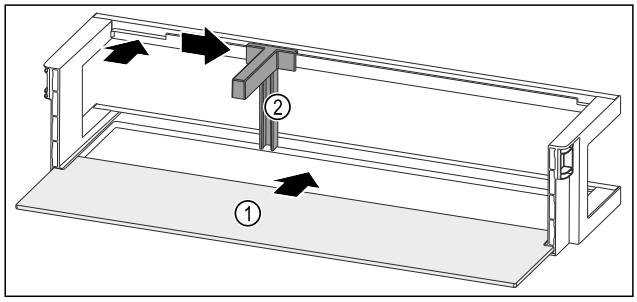

Fig. 59 Dørhylde med hylde
- ▶ Skub hylden *Fig. 59 (1)* ind i udsparingerne i siden.
- ▶ Indsæt flaskeholderen *Fig. 59 (2)* i udsparingen.
- ▶ Skub flaskeholderen *Fig. 59 (2)* til siden til den ønskede position.